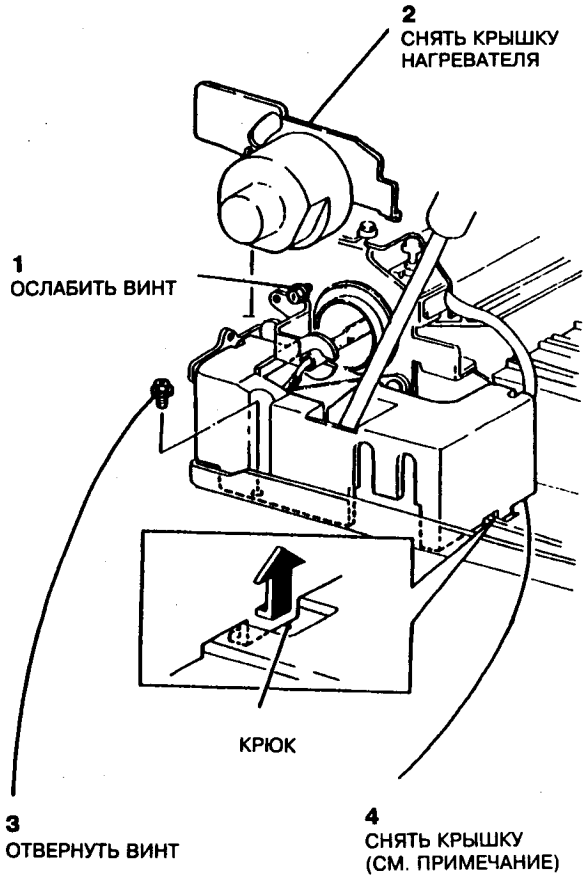

Рис.2 Снятие крышки жгута главного выключателя
3. Снять крышку жгута главного выключателя (рис.2).
ПРИМЕЧАНИЕ: Чтобы снять крышку, вытянуть лоток 1 и с помощью пальца отсоединить крюк ((4) на рис.2).